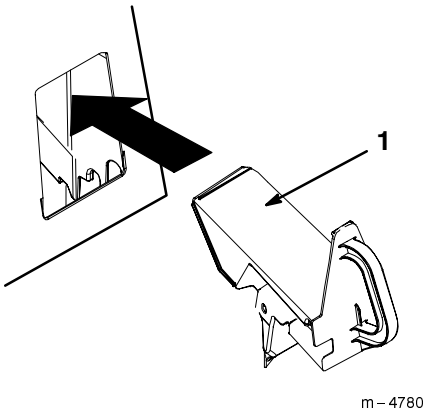

Figur 16
4. För in återvinningspluggen i öppningen enligt figur 16.